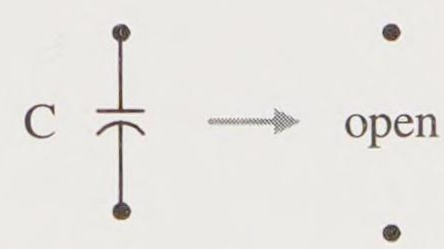

Figure 14-13
4. Draw the modeled *steady state* circuit or Thévenin circuit. Properly model the capacitor as an *open*. See Figure 14-13. Find the desired steady state voltages or currents.